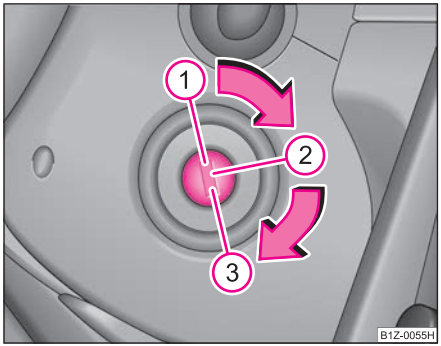

Fig. 115 Ignition lock positions
– Turn the ignition key into position (1) ⇒ page 121, fig. 115. ▶